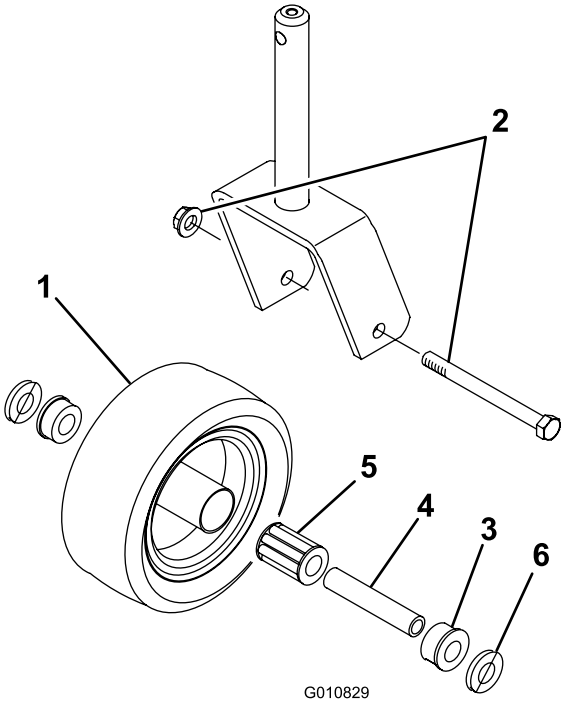

Figur 22
1. Fjern låsemøtrikken fra maskinskruen, der fastholder styrehjulet på styrehjulsgaflen (Figur 22).
3. Træk nøglebøsningen ud af hjulnavet (Figur 22).
9. Tryk den anden bøsning ind i den åbne ende af hjulnavet, så lejet fastholdes inde i hjulnavet (Figur 22).